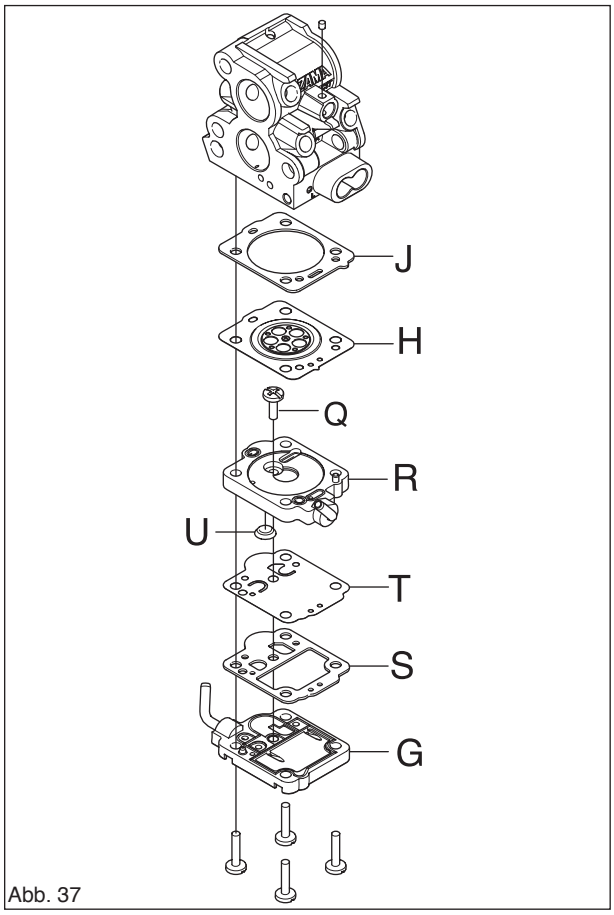

Abb. 37
7. Steuermembran (T) mit Dichtung (S) und Dosierkammerdeckel (R) über der Dosiereinheit montieren (siehe Abbildung 37).
8. Sieb (U) hineindrücken. Dosierkammerdeckel (R) montieren und Schraube (Q) anziehen (siehe Abbildung 37).
9. Dichtung (J) und Steuermembran (H) zusammensetzen und nach oben drücken (siehe Abbildung 37).
10. Alle Teile montieren und die vier Schrauben anziehen (siehe Abbildung 37).
Den Vergaser in ein wassergefülltes Gefäß tauchen. (Siehe Abb. 37.)